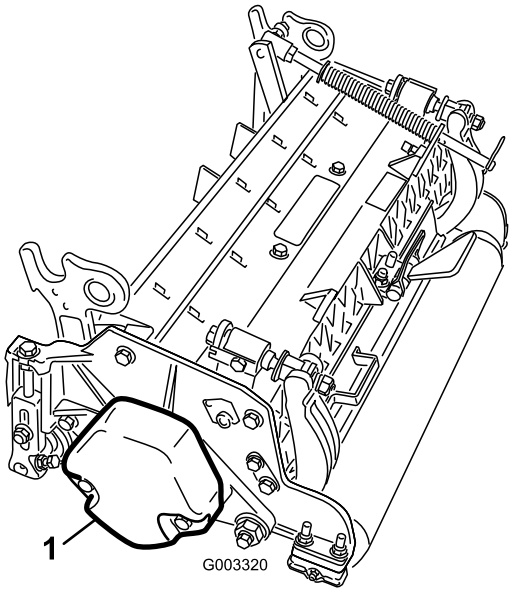

Figur 6
1. På klippenheterna 2 och 4 tar du bort de 2 huvudskruvarna som håller fast motvikten vid klippenhetens vänstra ände. Avlägsna motvikten (Figur 6).